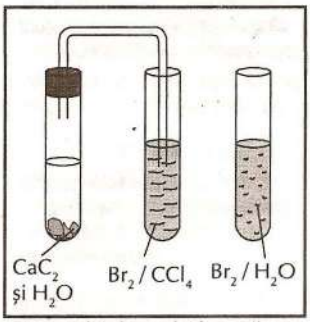

Fig. 3. Adiția bromului la acetilenă.
– Prepară în altă eprubetă prevăzută cu dop și tub îndoit (fig. 3) acetilenă, din carbid cu apă.